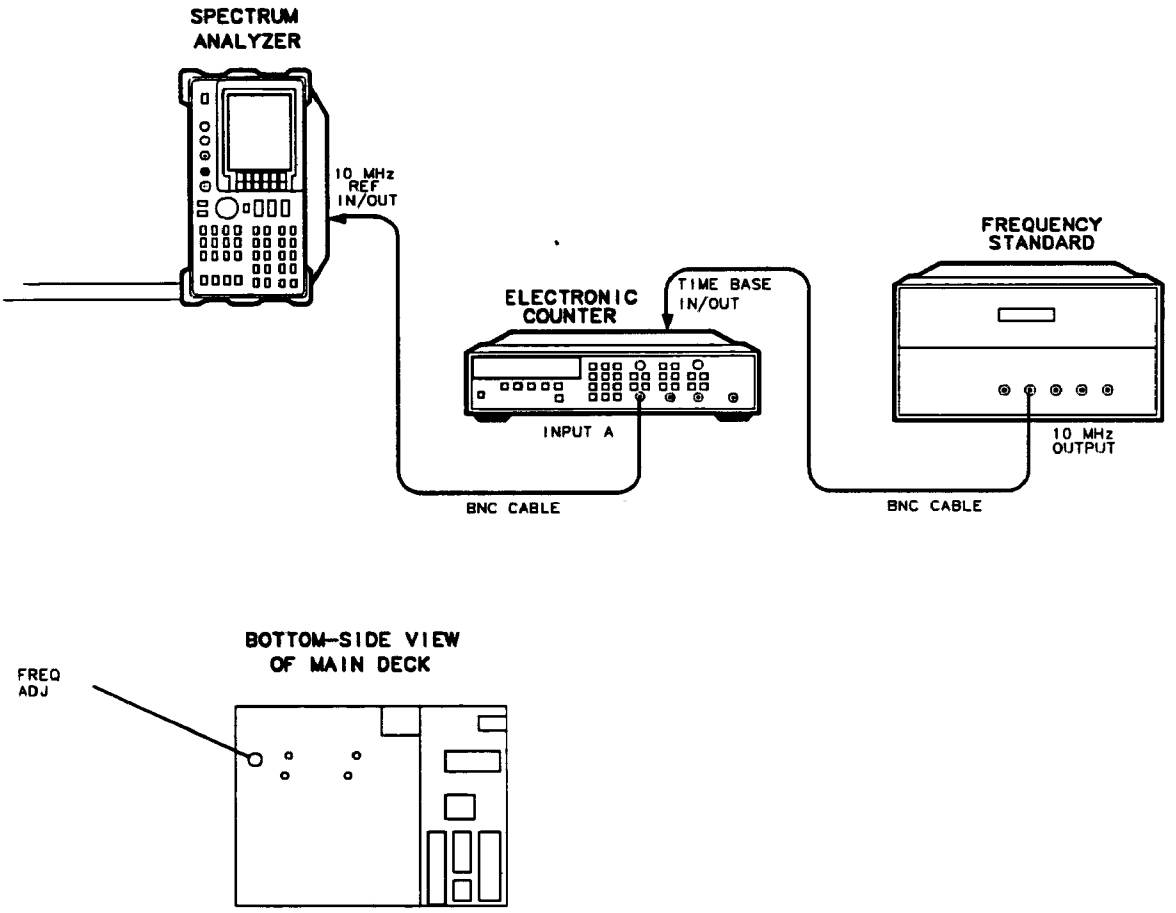

Figure 2-20. 10 MHz Reference Adjustment (Option 003) Setup
3. Connect the frequency standard to the frequency counter rear-panel TIMEBASE IN/OUT connector as shown in Figure 2-20.
7. Locate the FREQ ADJ control. This control is accessible through the center deck of the spectrum analyzer. See Figure 2-20. Remove the dust cap screw.